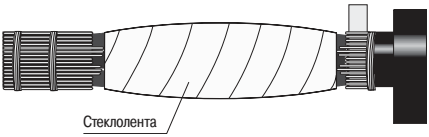

Рисунок 12
4.20 Произвести стягив ющую н мотку стеклоленты н жилы к - белей с 50%-ным перекрытием при одновременном сж тии жил друг с другом (рисунок 12).